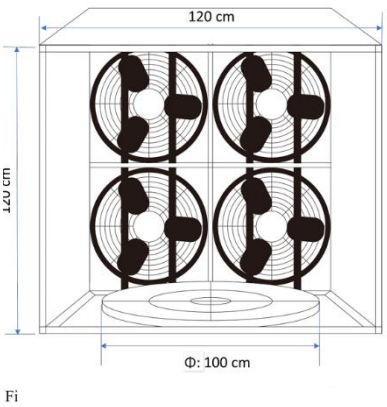

図 2
1.1.6 指定された項目を除き、その他の材料に制限はありません。風力タービンは 風洞内に完全に収まる必要があります（図 2 を参照)。